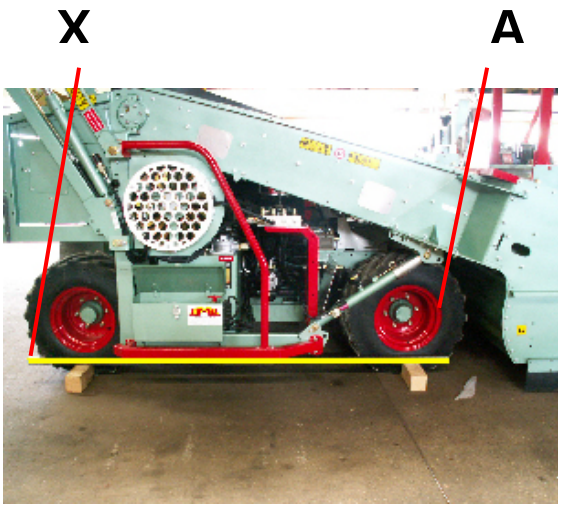

Figure 14
- Prenez une barre de 3 m (figure 14 repère X), posez la sur 2 cales puis poussez la contre les roues (figure 14 repère A).